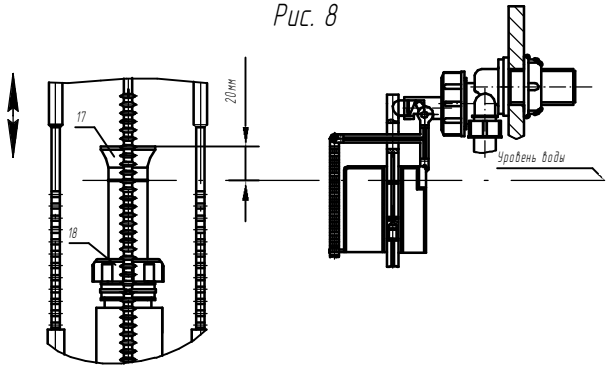

Рис. 9
5.1. Монтаж вести в последовательности согласно рис.1-рис.9